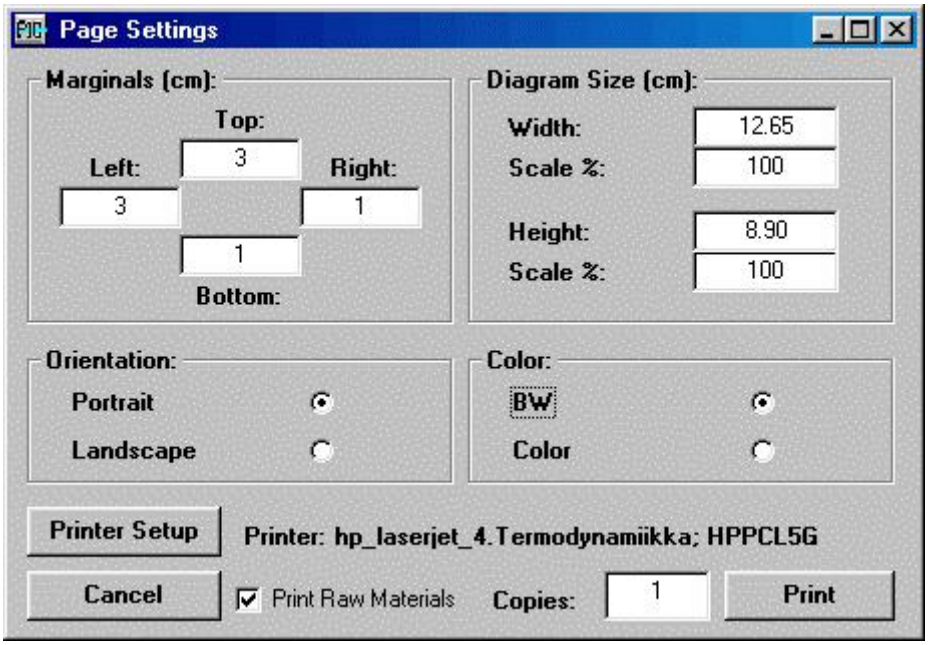

Fig. 14. HSC print dialog for graphics.
7. When you are satisfied with the diagram you can print it by pressing **Print B W**. If you have a color printer press **Print Col**. The print dialog gives several useful options for a hard copy, see Fig. 14.